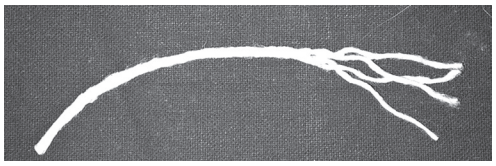

Fig. 3.2
1. The type of string that should be used is twine, which is separate strands twisted together as shown in Fig. 3.2.